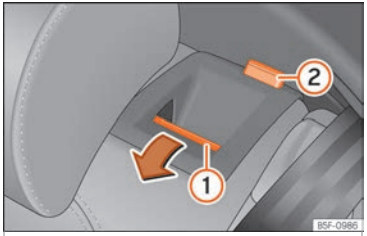

Abb. 118 Rücksitz: Rückenlehne vorklappen.
- Entriegelungstaste ››› Abb. 118 ① nach vorn ziehen und gleichzeitig die Rückenlehne umklappen. Die Rücksitzlehne ist entriegelt, wenn die rote Markierung des Tasters ② sichtbar ist.
Die Rücksitzlehne ist entriegelt, wenn die rote Markierung des Tasters ››› **Abb. 118** ② sichtbar ist.